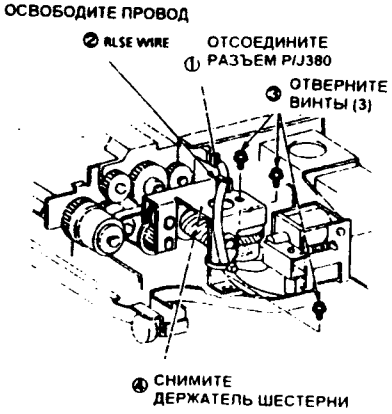

Рис. 1
3. (Рис. 1 и 2): Снимите муфту позиционирования лотка DDM.